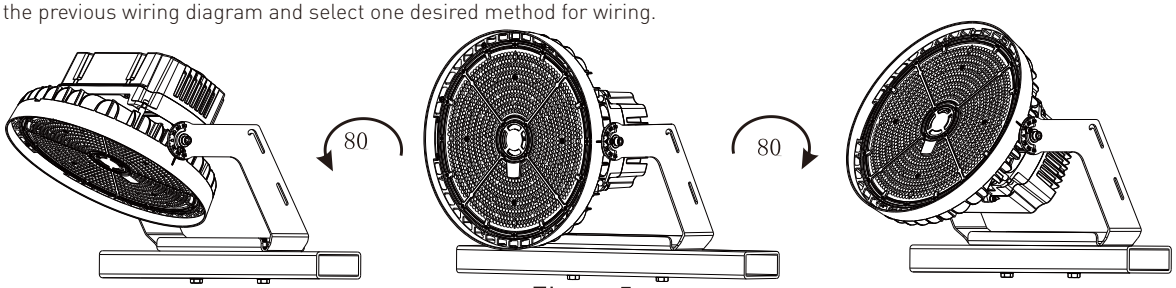

Figure 5
5.According to the need, adjust the projection angle, angle adjustment range . (Figure 5)